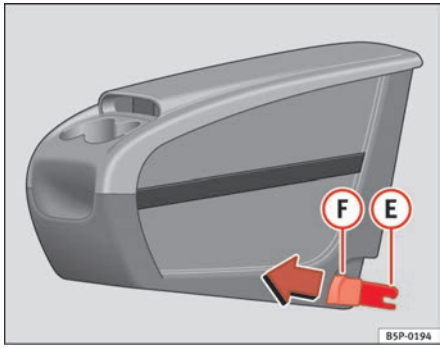
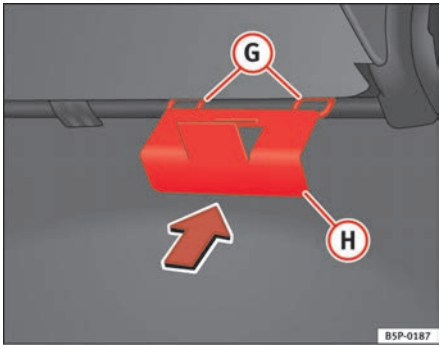

Fig. 112 Mobile stowage compartment Installation
Fig. 113 Mobile stowage compartment mounting plate
– Fit the mobile stowage compartment mounting plate (H) ⇒ fig. 113 from the inside of the vehicle, through the rear section of the seat. It should be fitted between the back rest and the seat, in the central seat area.
– Set both mounting pieces together (E) ⇒ page 140, fig. 112, with both mounting rings (G) ⇒ page 140, fig. 113 and press hard until both the clips completely connect with the rings.
– Pull each of the buttons ⇒ page 140, fig. 112 (F) on the clips (red buttons) forwards, until they snap out of place.